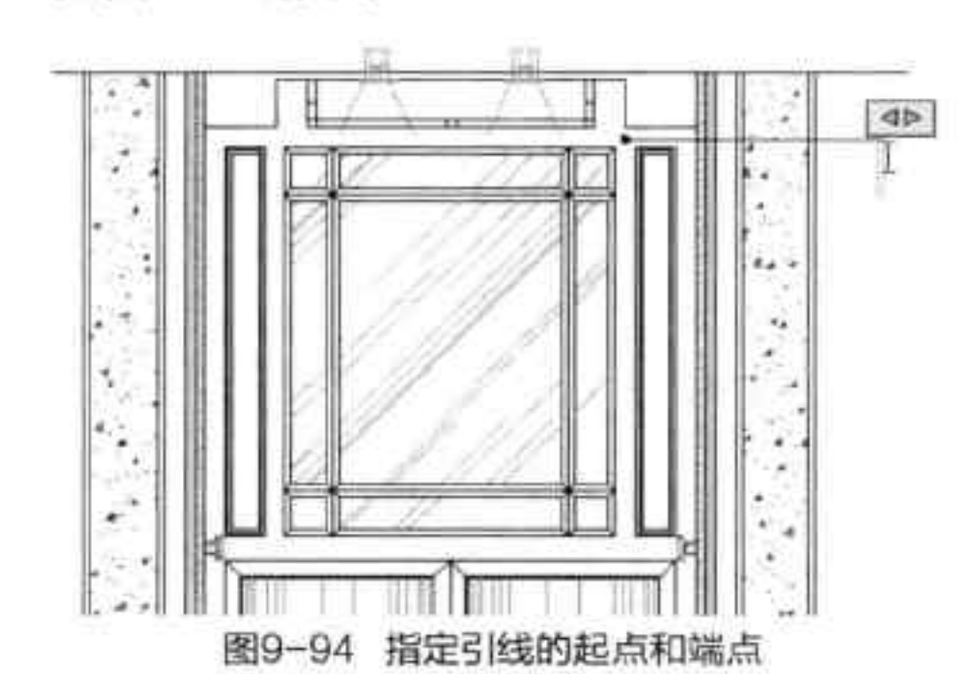

图9-94 指定引线的起点和端点
Step18 执行“注释>标注>多重引线”命令，在绘图区中指定好引线起点和端点，如图9-94所示。